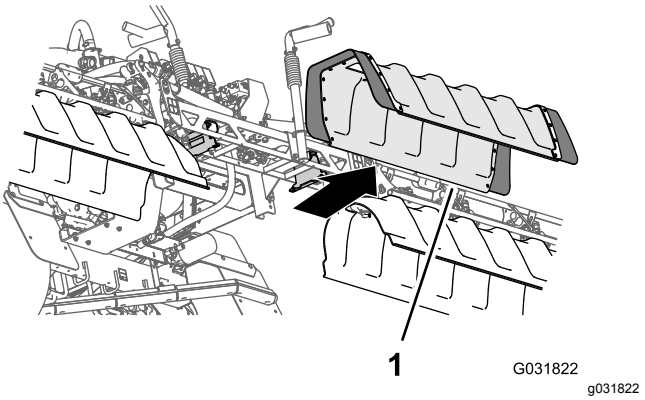

Figur 40
2. Afmonter midtersektionens dæksel fra maskinen (Figur 40).